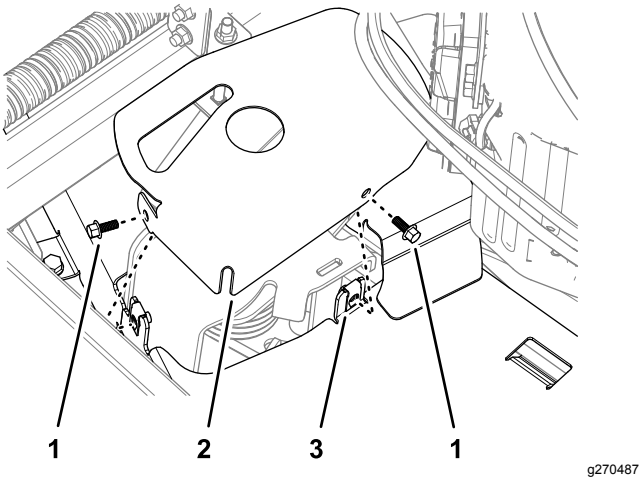

Figure 31
4. Assemble the tensioner cover to the left belt cover with the 2 flange-head screws that you removed in 3 Removing the Left Belt Cover (page 4), as shown in Figure 31.